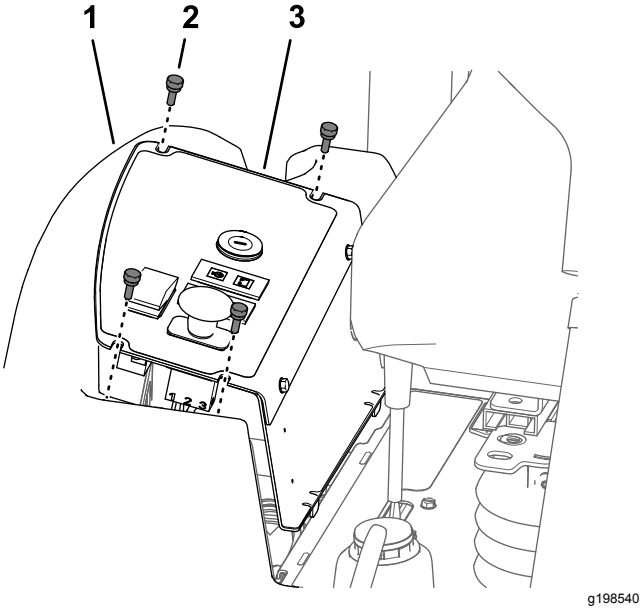

Figur 54
1. Fjern de fire vingeskruene som fester kontrollpanelplaten til drivstofftanken (Figur 54).
2. Løft opp kontrollpanelplaten (Figur 54).
3. Innrett slissene øverst på kontrollpanelplaten med hullene i flensen på drivstofftanken (Figur 54).
4. Monter kontrollpanelplaten til flensen på drivstofftanken med de fire vingeskruene (Figur 54) du fjernet i trinn 1 av Fjerne kontrollpanelplaten (side 48).